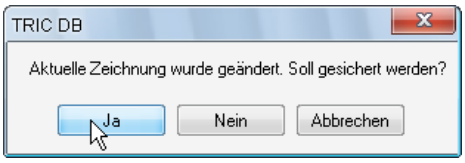

Bild 24.57 – Sichern der Zeichnung vor Global Edit
- Rufen Sie *TRIC, Benutzerschlüssel, Benutzerschlüssel Global Edit* auf. Bejahen Sie die Abfrage nach Sicherung der aktuellen Zeichnung, andernfalls wird der Befehl abgebrochen (Abb. 24.57).